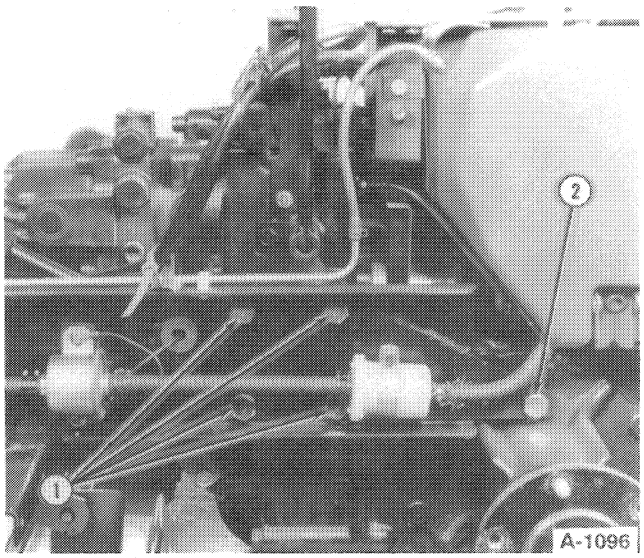

**FIGURE 5-14**
32. Remove the right frame-to-gear case retaining bolts, 1, Figure 5-14.
33. Remove the frame-to-rear axle retaining bolt, 2, Figure 5-14.